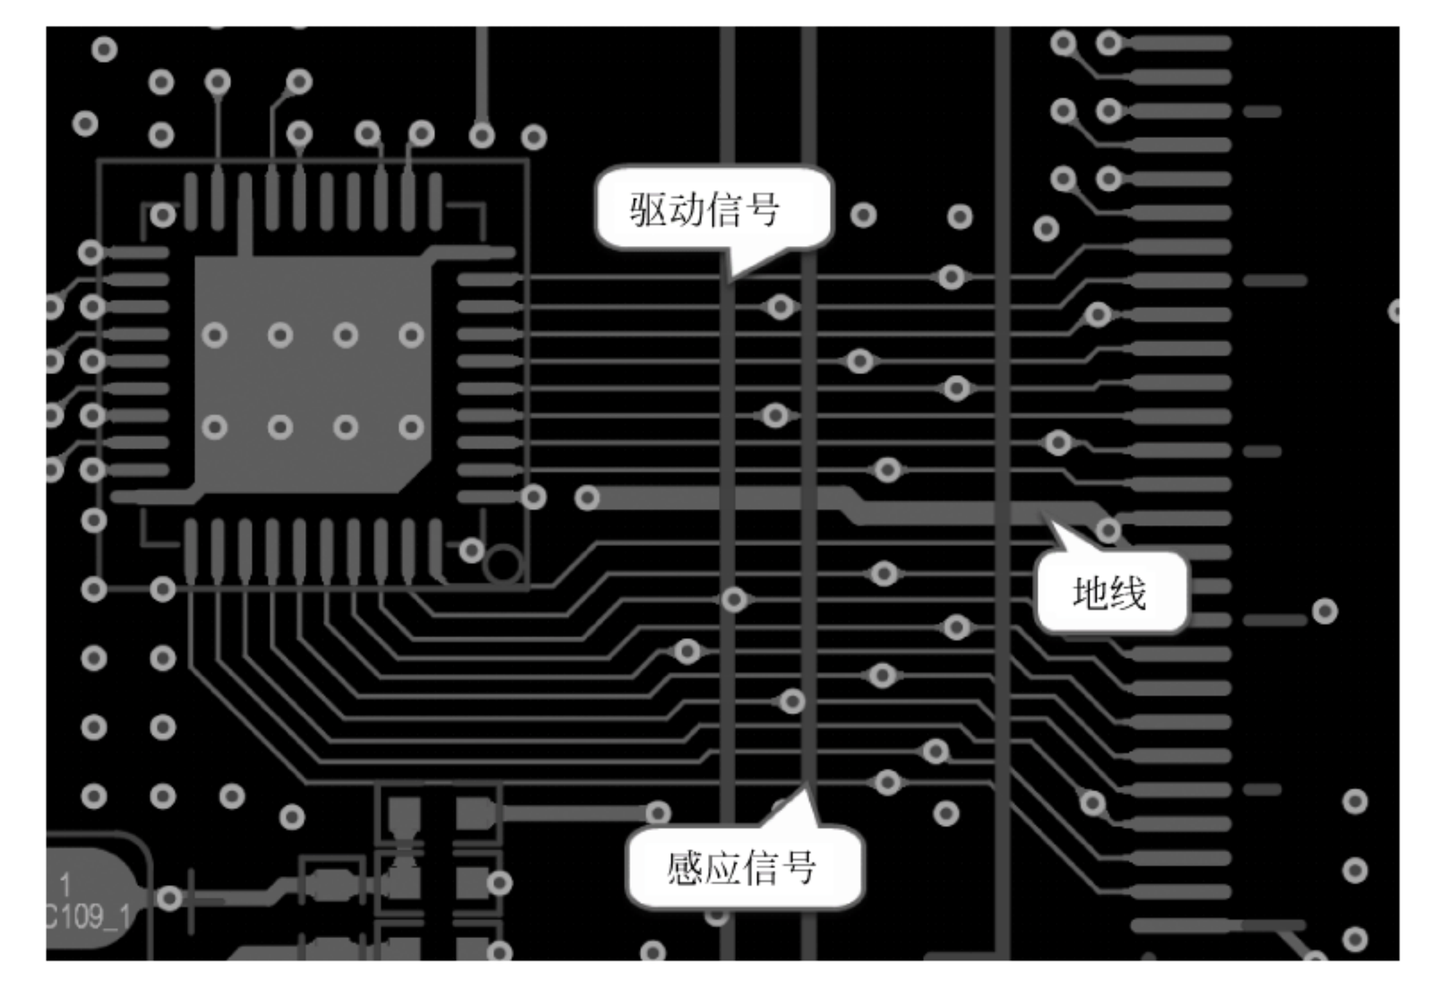

图 8-30 驱动与感应信号走线情况
(1) 各管脚对应的电源滤波电容和上拉电阻，都需要靠近管脚摆放。
(2) 电源线尽量短、粗，线宽不少于 0.2mm，建议走线在 0.3mm 以上；驱动(SEN)信号和感应(DRV)信号走线尽量短。
(3) 驱动通道和感应通道建议平行走线，避免交叉。若是相邻层走线，需要避免空间上的走线重叠；若是同层走线，最好使用包地线屏蔽隔离，如图 8-30 所示。